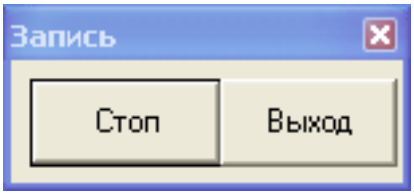

Рисунок 3
4.10 ПП представляют собой два ультразвуковых датчика (смотри рисунок 3 приложения Б) «Датчик 1», работающий в качестве излучателя ультразвуковых колебаний, и «Датчик 2», работающий в качестве приемника. ПП выполнены с преломляющими ультразвук пластмассовыми призмами, содержащими стандартные пьезоэлектрические преобразователи.
Имя файла должно отображать внутренний диаметр трубы и, если известно, примерный расход, например: D100_20_4, что означает внутренний диаметр 100 мм при расходе 20,4 м^3/час. После нажатия кнопки «Сохранить», начинается запись сигнала (Рисунок 3).